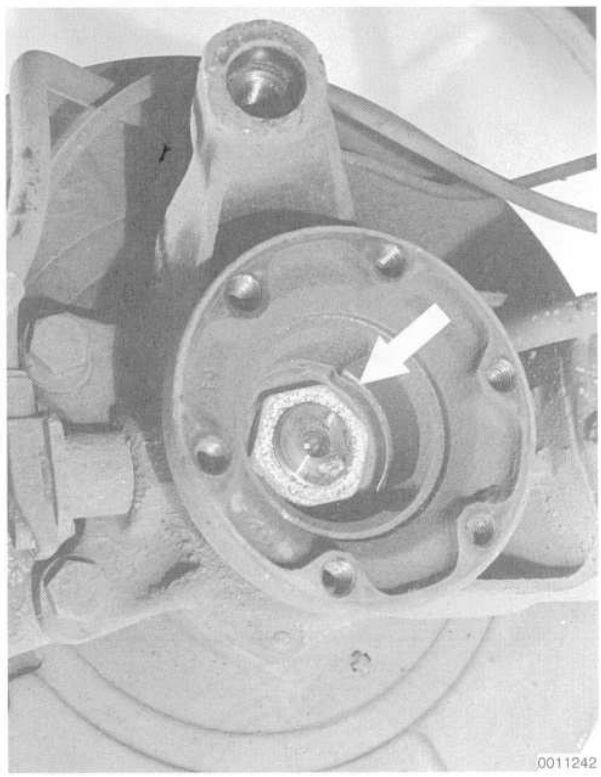

Fig. 7. Drive flange collar nut and lockplate (**arrow**).
3. Pry the lockplate off the drive flange collar nut. See Fig. 7.